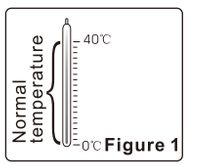

Figure 1
7. The device must not be used to pump any flammable liquids or water of which the temperature is higher than 40 ℃. (Figure 1)